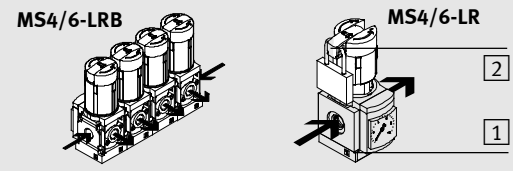

Bild 1/Fig. 1
Bestimmungsgemäß regeln das Filterregelventil MS4/6-LFR und das Druckregelventil MS4/6-LR(B) Druckluft im nachfolgenden Strang auf den eingestellten Arbeitsdruck. Dabei glättet das MS4/6-LFR/LR(B) Druckschwankungen. Das MS4/6-LRB ermöglicht die Druckeinspeisung auf beiden Seiten (➔ Bild 1).